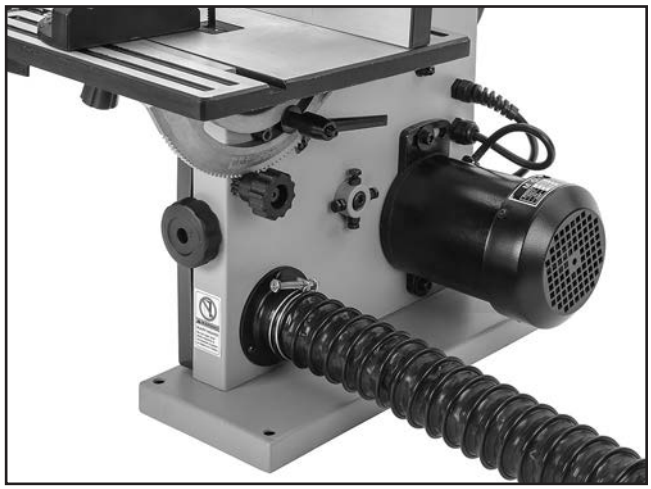

Figure 20. 2" dust hose attached to dust port.
1. Fit dust hose over 2" dust port, as shown in **Figure 20**, and secure it in place with a hose clamp.